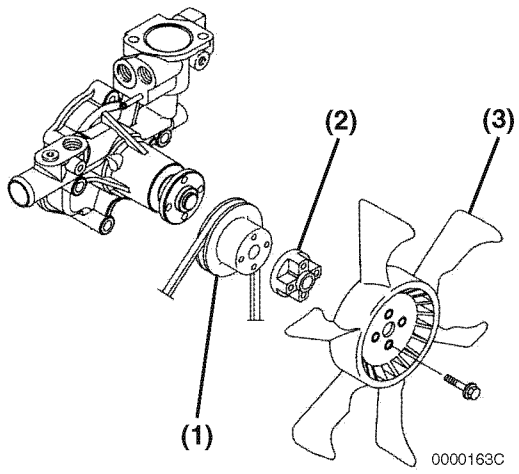

Figure 9-13
7. Reinstall the engine coolant pump V-pulley **(Figure 9-13, (1))**, spacer **(Figure 9-13, (2))**, engine cooling fan **(Figure 9-13, (3))** and engine cooling fan guard (if equipped).